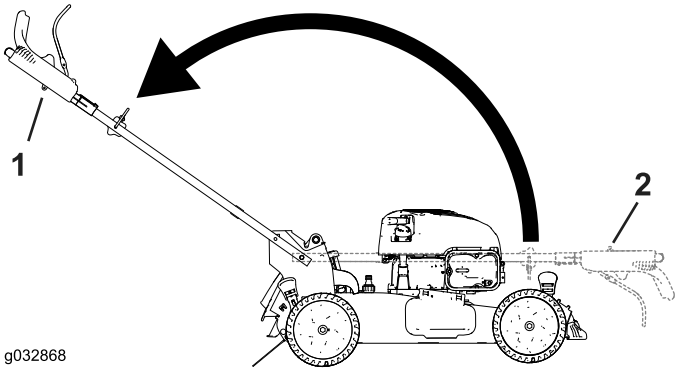

Figur 5
3. Fäll ut handtaget till arbetsläget genom att vrida det bakåt (Figur 5).